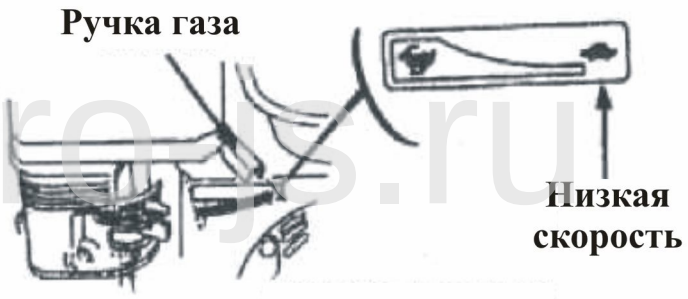

Рис.19
1. Поверните ручку газа вправо (на себя) до упора (рис.19).